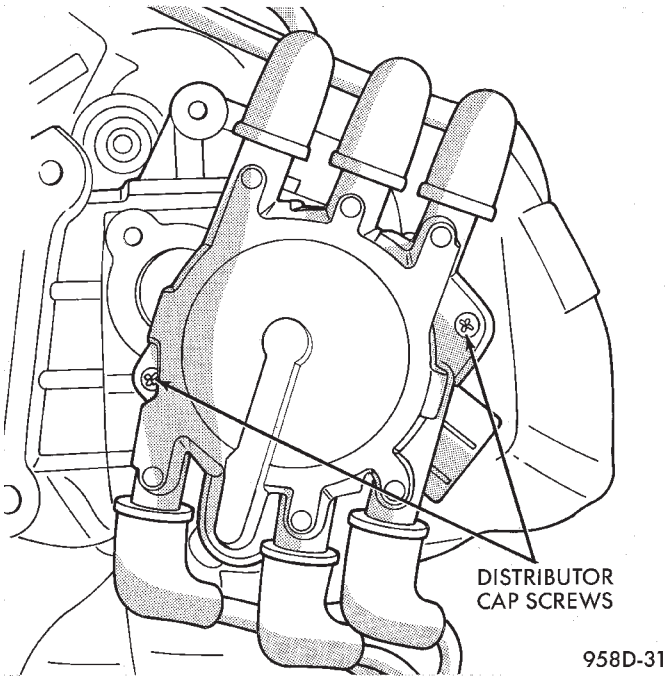

Fig. 48 Distributor Cap Screws
(1) Remove bolt holding air inlet resonator to intake manifold.
(2) Loosen clamps holding air cleaner cover to air cleaner housing.
(3) Remove PCV make-up air hose from air inlet tube.
(4) Loosen hose clamp at throttle body.
(5) Remove air inlet tube, resonator and air cleaner cover.
(6) Remove EGR tube.
(7) Remove spark plug cables from distributor cap.
(8) Loosen distributor cap holddown screws and remove cap (Fig. 48).
(9) Transfer cables from old cap to new cap. The cap is numbered and so are the cables.
(9) Mark the rotor position and remove rotor. The mark indicates where to position the rotor when reinstalling the distributor.